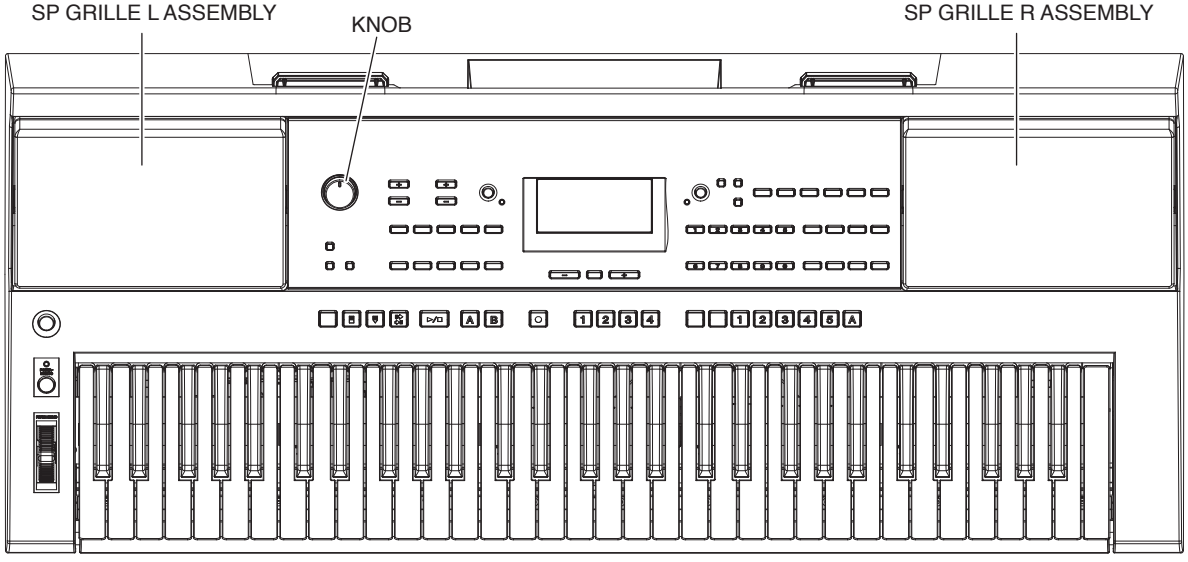
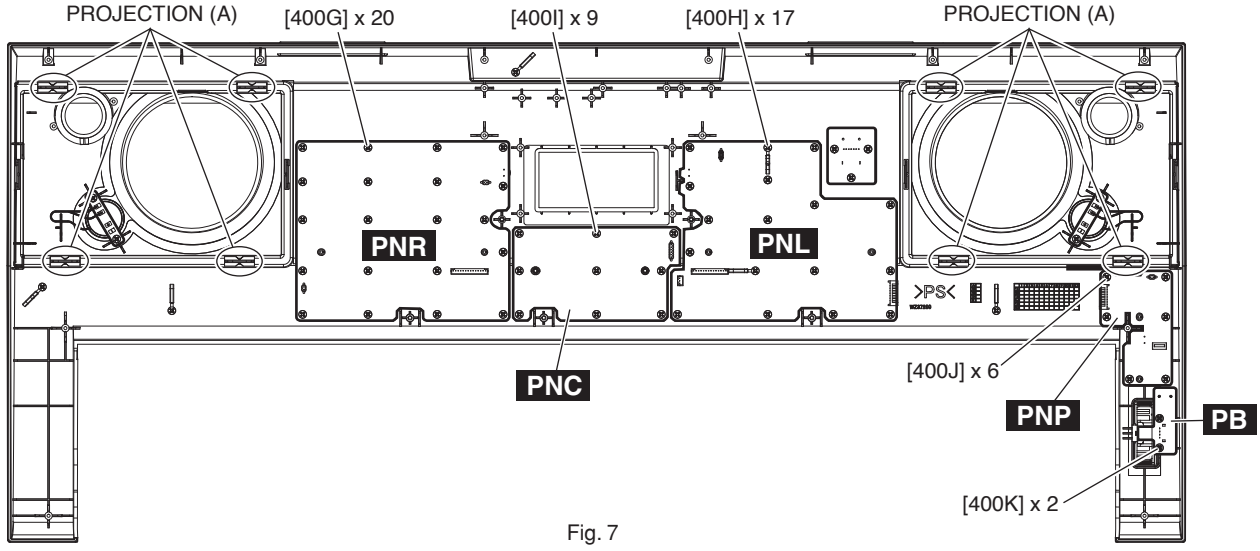

Fig. 1
Fig. 7
1-1. Remove the six (6) screws marked [80A], two (2) screws marked [90] and two (2) screws marked [100A]. The lower case assembly can then be removed. (Fig. 1)
* ***When installing the lower case assembly, first tighten the screw marked [90] and then the remaining screws. (Fig. 1)***
7-2. Set the four (4) projections [A] parallel to the groove in the upper case assembly and remove the SP grille L assembly. (Fig. 1, Fig. 7)
8-4. Remove the twenty (20) screws marked [400G]. The PNR circuit board can then be removed. (Fig. 7)
9-3. Remove the seventeen (17) screws marked [400H]. The PNL circuit board can then be removed. (Fig. 7)
10-5. Remove the nine (9) screws marked [400I]. The PNC circuit board can then be removed. (Fig. 7)
11-3. Remove the six (6) screws marked [400J]. The PNP circuit board can then be removed. (Fig. 7)
12-3. Remove the two (2) screws marked [400K]. The PB circuit board can then be removed with the wheel assembly attached. (Fig. 7)